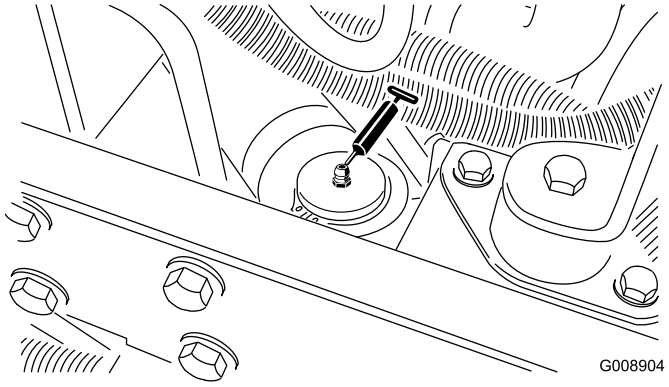

Figur 39
- Styretøjscylinder (Figur 39).